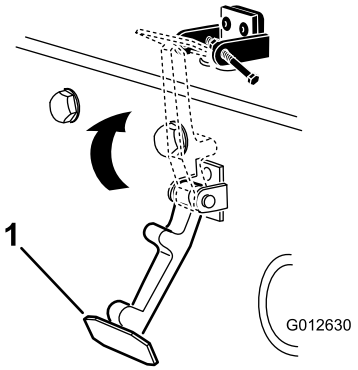

**Figur 7**
6. Kroka fast motorhuvsspärren på dess fäste (Figur 7).